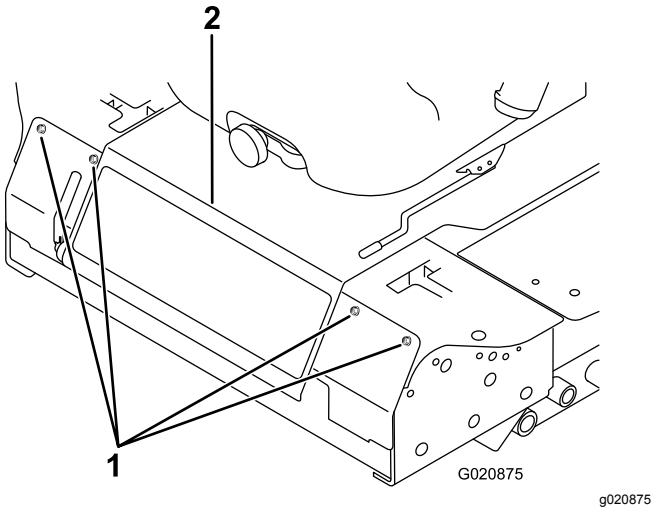

Bild 49
3. Nehmen Sie die Schrauben ab, mit denen die Frontplatte befestigt ist, und nehmen Sie sie ab (Bild 49).